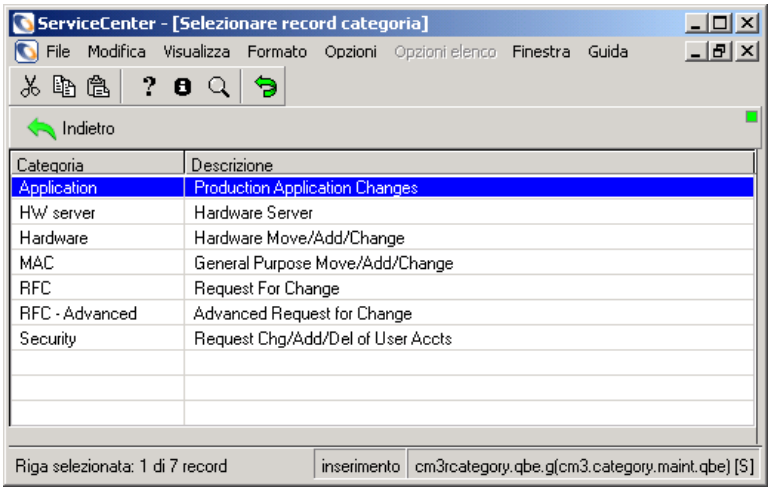

Figura 10-15: Elenco QBE delle categorie di modifica
3 Fare clic su **Cerca** o premere **Invio** per eseguire una query generica e visualizzare un elenco di tutti i record di categoria di modifica correnti. La Figura 10-15 mostra un elenco QBE di tutte le categorie di modifica presenti nel sistema.
2. Fare clic su **Cerca** per eseguire una query generica e visualizzare un elenco di tutti i record di categoria correnti. Verrà visualizzato un elenco QBE di categorie esistenti. Vedere gli elenchi di esempio delle categorie di modifica e attività mostrati nella Figura 10-15 a pagina 396 e nella Figura 10-18 a pagina 400.